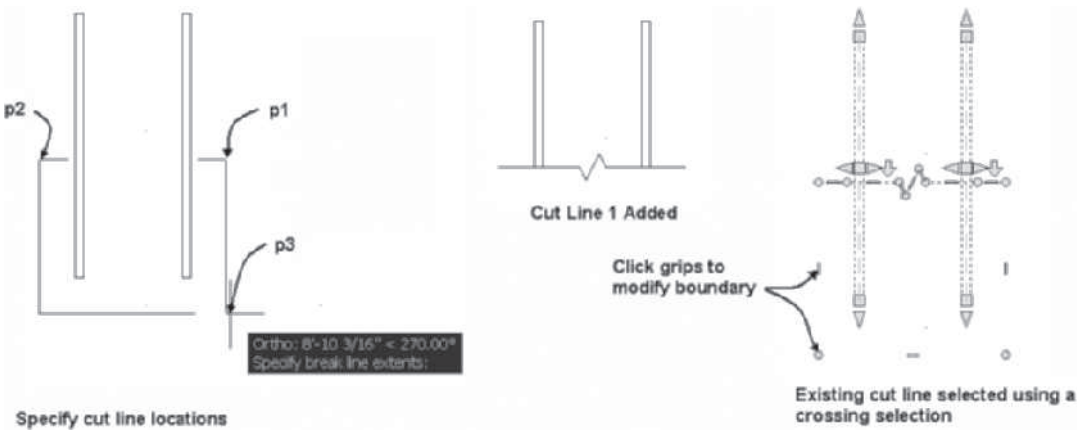

FIGURE 11.28 *Placing a cut line*
Straight cut lines are placed in the drawing by selecting **Cut Line (1)** from the Annotation tool palette (refer to Table 11.16). When you select **Cut Line (1)**, you are prompted to select the start and end of the straight cut line. After specifying the endpoints of the cut line, you are prompted to select the break line extents, which specify the content to mask as shown in Figure 11.28. The symbol is not an annotative block and the size of the Z portion is scaled by the value of the Annotation Scale displayed in the Drawing Window status bar.
The following workspace sequence trimmed the walls shown in Figure 11.28 when the Cut Line (1) tool was applied:
> `Specify first point of break line:` *(Select a point near* `p1` *as shown at the left in Figure 11.28.)*
> `Specify second point of break line:` *(Select a point near* `p2` *as shown at the left in Figure 11.28.)*
at the left in Figure 11.28.)
(Walls are trimmed as shown at the center in Figure 11.28.)
After placing the break you can select the cut line using a crossing selection as shown at the right in Figure 11.28 to display its grips and modify the cut line and contents of the break. Choose More Annotation Tools to access additional break and cut lines from the Break Marks category of the Documentation Tool Catalog – Imperial and the Documentation Tool Catalog – Metric catalogs of the **Content Browser**.